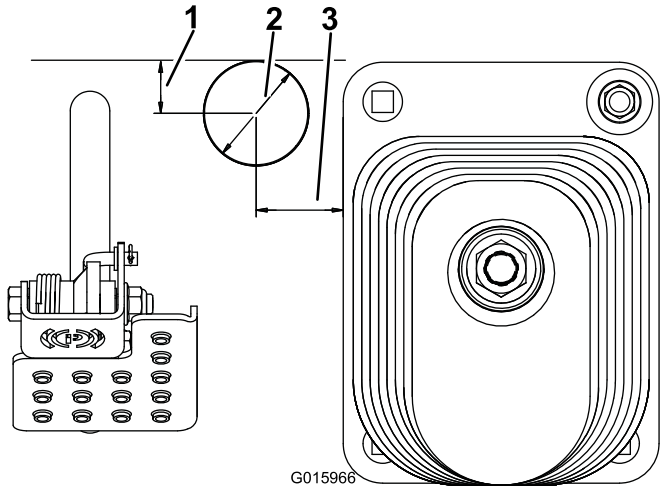

Figuur 4
2. Gebruik de afmetingen zoals getoond in Figuur 4 om de plaats te bepalen en af te tekenen voor een opening met een diameter van 51 mm die u in de vloerplaat boort.